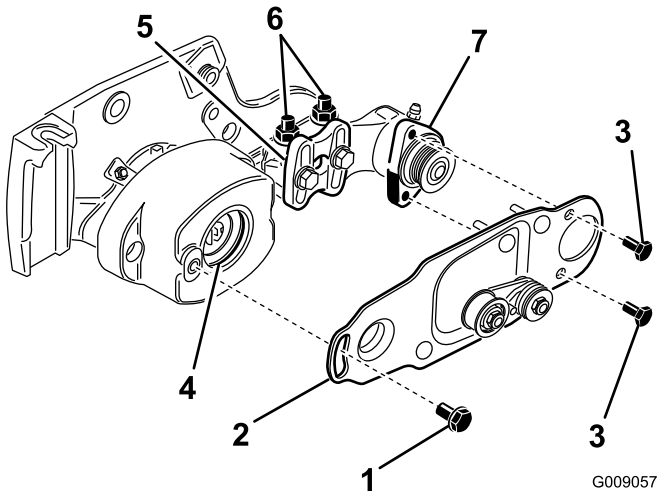

Figure 17
7. Retirez les (2) vis fixant la plaque de pivot de la brosse de rouleau au logement de roulement (Figure 17).
8. Retirez le boulon à épaulement fixant la plaque de pivot de la brosse de rouleau au logement de roulement (Figure 17).
9. Retirez la plaque de pivot, avec l'ensemble poulie de tension encore fixé (Figure 17).